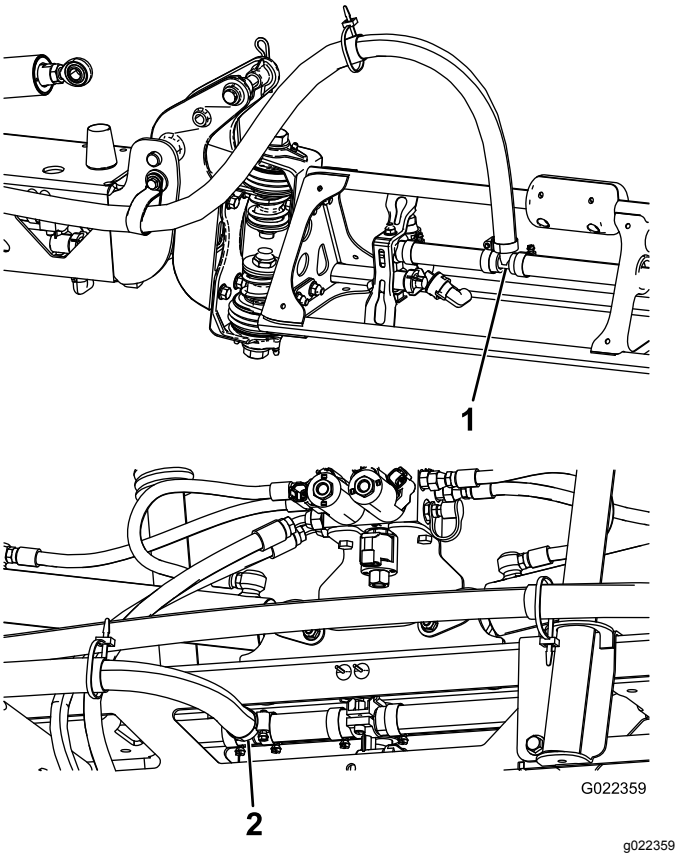

Figur 24
Bemærk: Kom flydende sæbe på slangens modhage ved T-stykkerne på begge forlængerbomme (Figur 24).
4. Kom flydende sæbe på slangens modhage ved den midterste boms T-stykke (Figur 24).
5. Før midterbomslangen som vist i Figur 24.
6. Forbind den midterste boms forsyningsslange med den indsæbede modhage, og fastgør den med en slangeklemme (Figur 24).